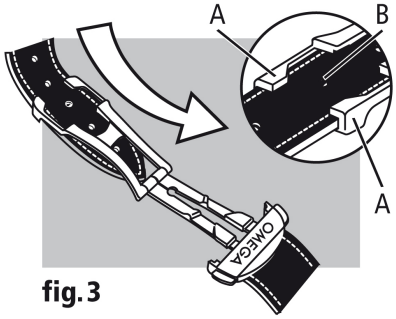

**fig. 3**
**Ajustement de la longueur (fig. 3) :** libérer le long brin des deux guidages (A) et de l'ergot (B). Déplacer le bracelet dans le sens souhaité et réengager l'ergot et les deux guidages. Essayer la montre et recommencer si nécessaire.